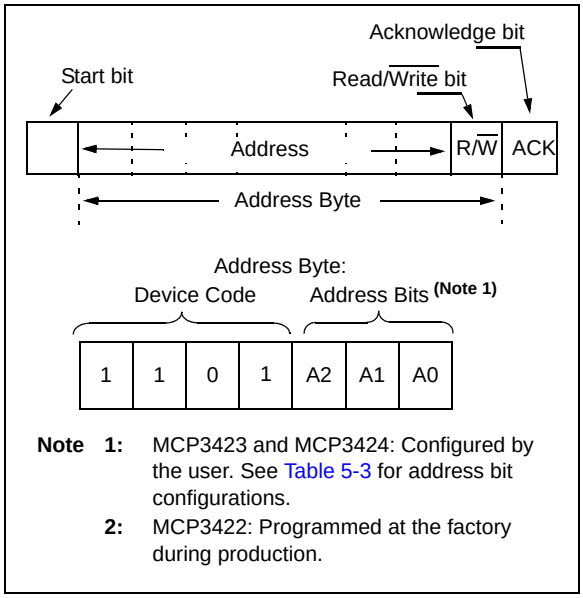
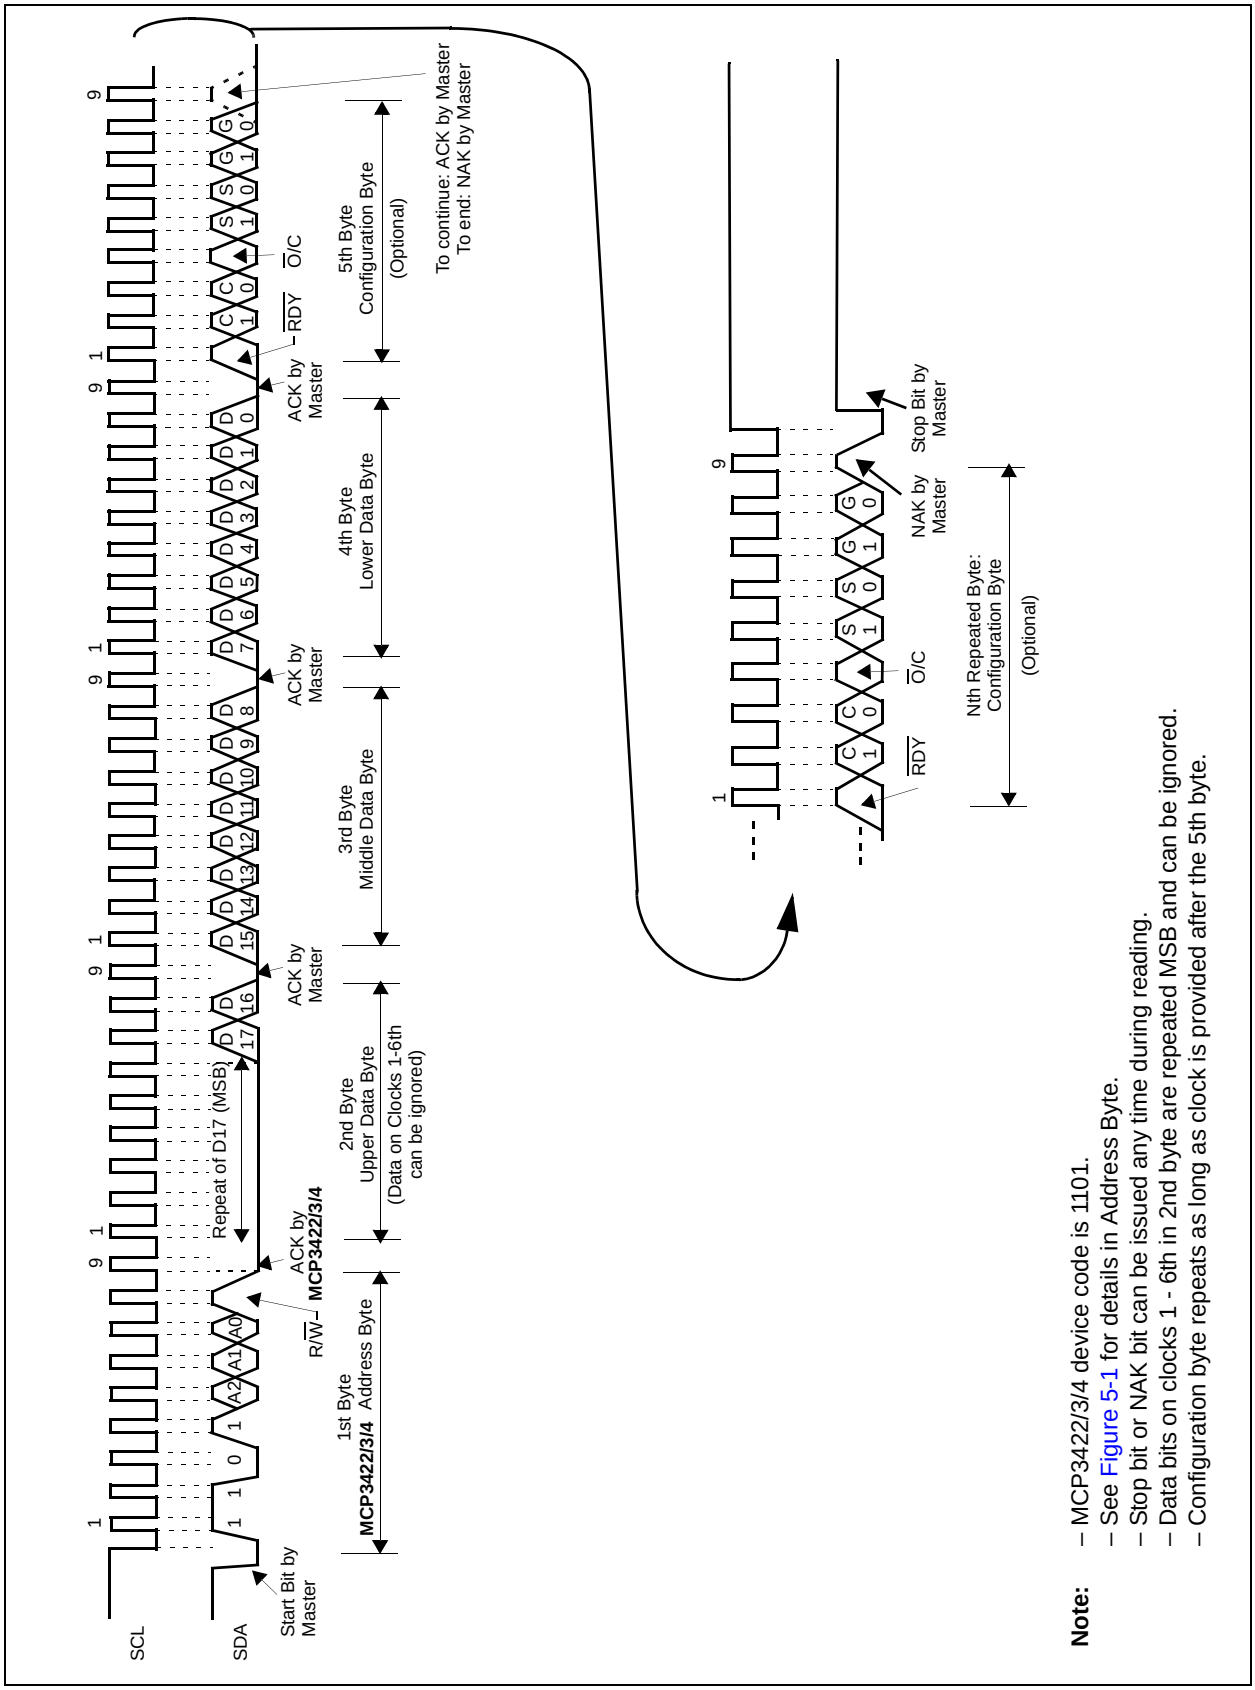
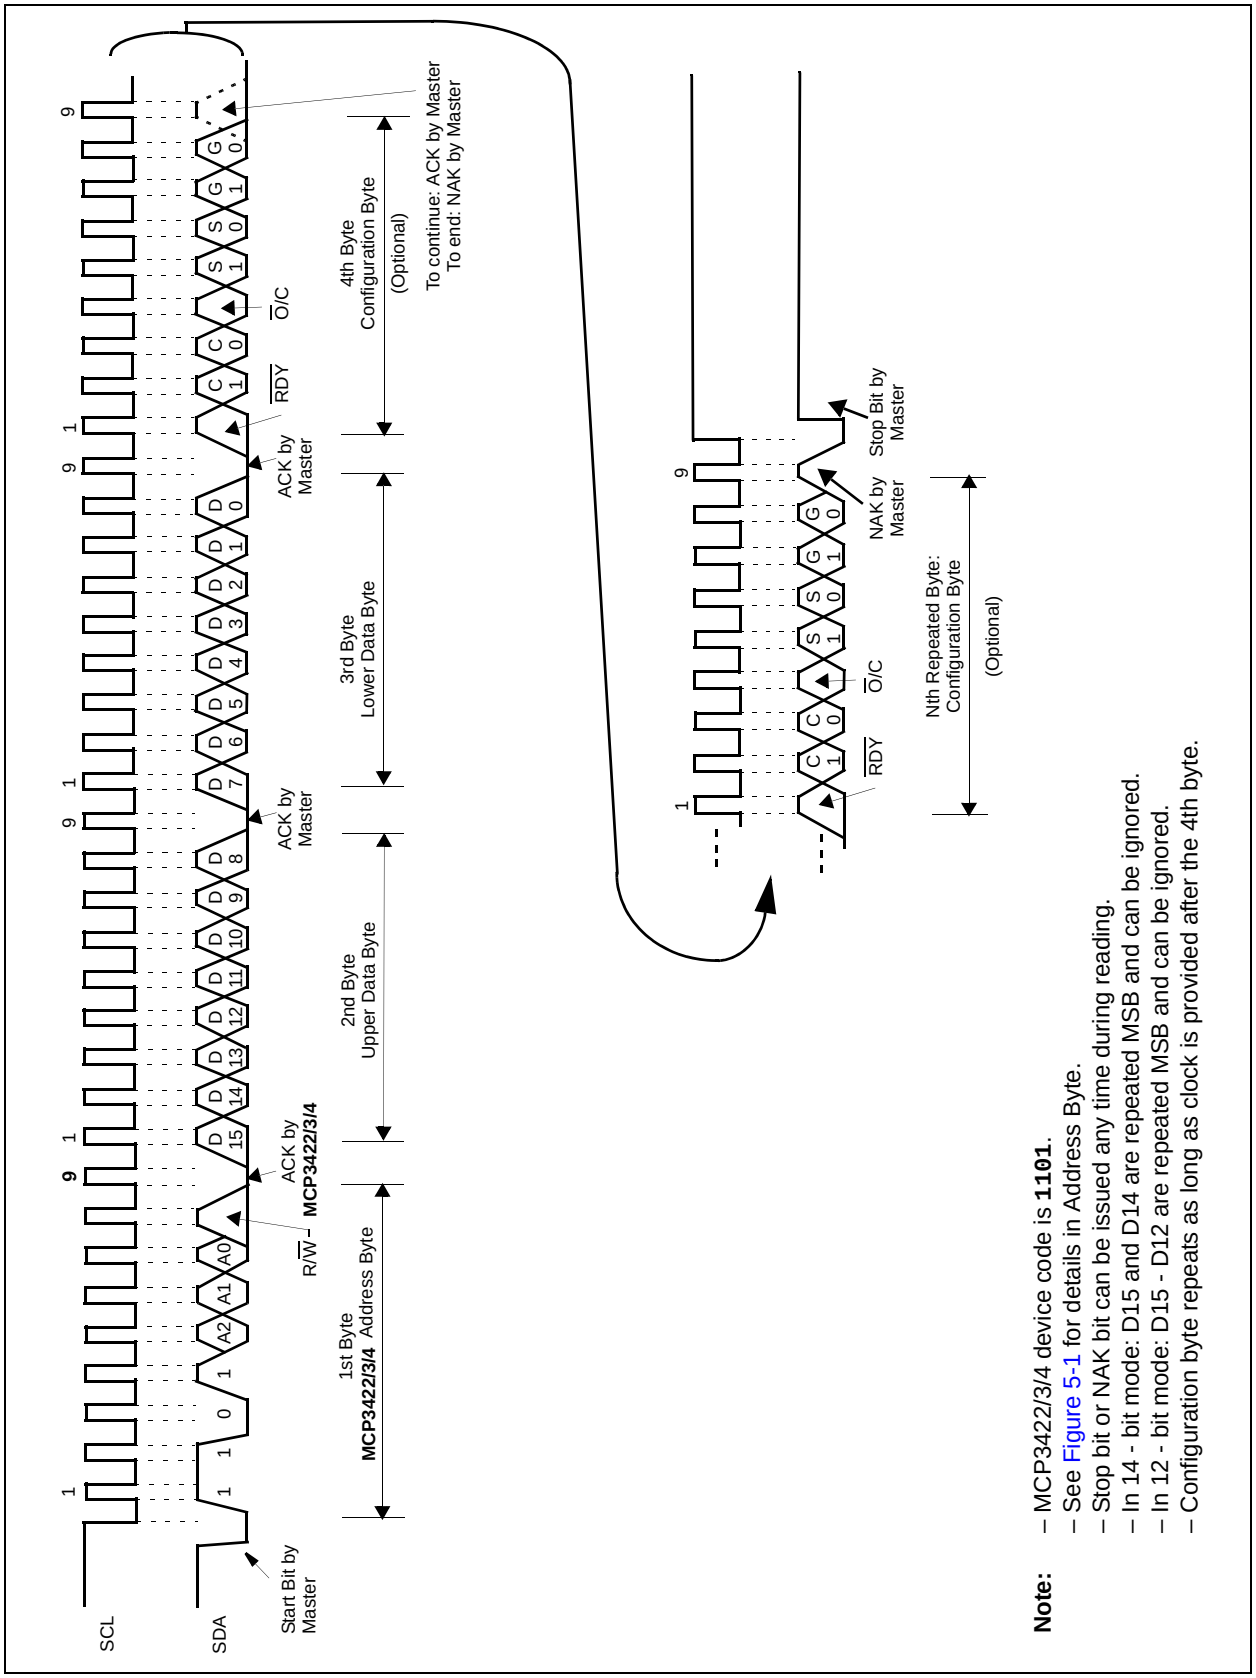

FIGURE 5-1: *Address Byte.*
FIGURE 5-4: *Timing Diagram For Reading From The MCP3422/3/4 With 18-Bit Mode.*
FIGURE 5-5: *Timing Diagram For Reading From The MCP3422/3/4 With 12-Bit to 16-Bit Modes.*
Figure 5-4 and Figure 5-5 show the examples of reading the conversion data. The user can rewrite the configuration byte any time for a new setting. Table 5-1 and Table 5-2 show the examples of the configuration bit operation.
The first byte after the START bit is always the address byte of the device, which includes the device code (4 bits), address bits (3 bits), and R/$\overline{W}$ bit. The device code for the devices is **1101**, which is programmed at the factory. The I^{2}C address bits (A2, A1, A0 bits) for the MCP3423 and MCP3424 are user configurable and determined by the logic status of the two external address selection pins on the user's application board (Adr0 and Adr1 pins). The Master must know the Adr0 and Adr1 pin conditions before sending read or write command. Figure 5-1 shows the details of the address byte.
Figure 5-1 shows the address byte. Figure 5-3 through Figure 5-5 show how to write the configuration register bits and read the conversion results.
– See Figure 5-1 for details in Address Byte.
Figures 5-4 and 5-5 show the timing diagrams of the reading.